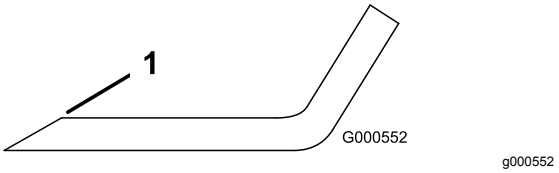

Figur 75
1. Slipa eggarna i båda ändarna av kniven med en fil (Figur 75).
Obs: Om kniven inte är balanserad kan du fila bort lite metall från knivens segeldel (Figur 75).